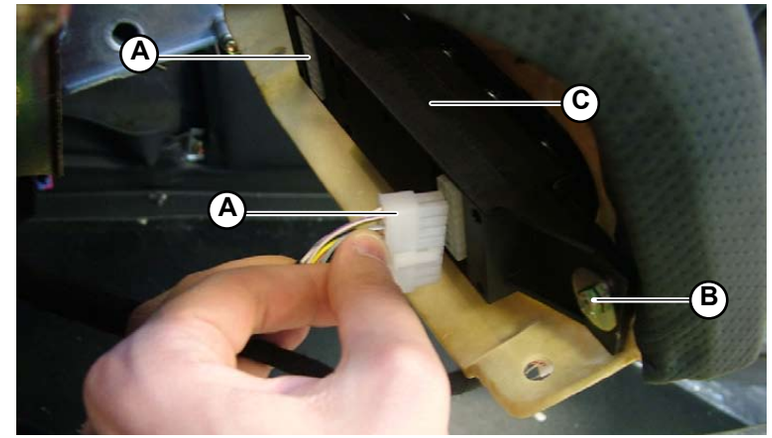
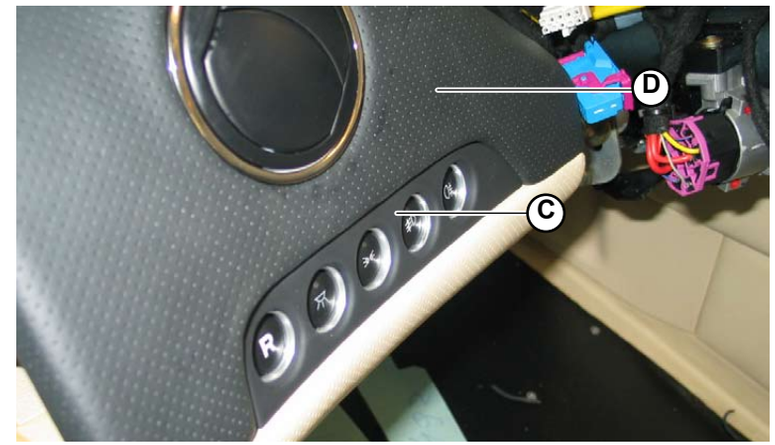

Fig.6
Fig.7
1. Disconnect the 2 connections (**A-Fig.6**) connected to the light control unit.
2. Unscrew the 2 screws (**B-Fig.6**) securing the light control unit (**C-Fig.6/7**) to the dashboard (**D-Fig.7**).